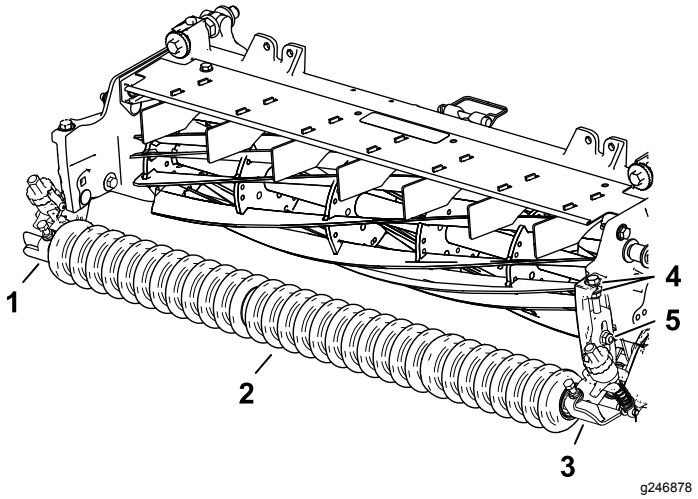

Figura 10
1. Montate, senza serrarli, i gruppi staffa dell'altezza di taglio di sinistra e destra e il gruppo rullo anteriore sulle piastre laterali dell'apparato di taglio utilizzando i bulloni a testa tonda precedentemente rimossi (Figura 10).